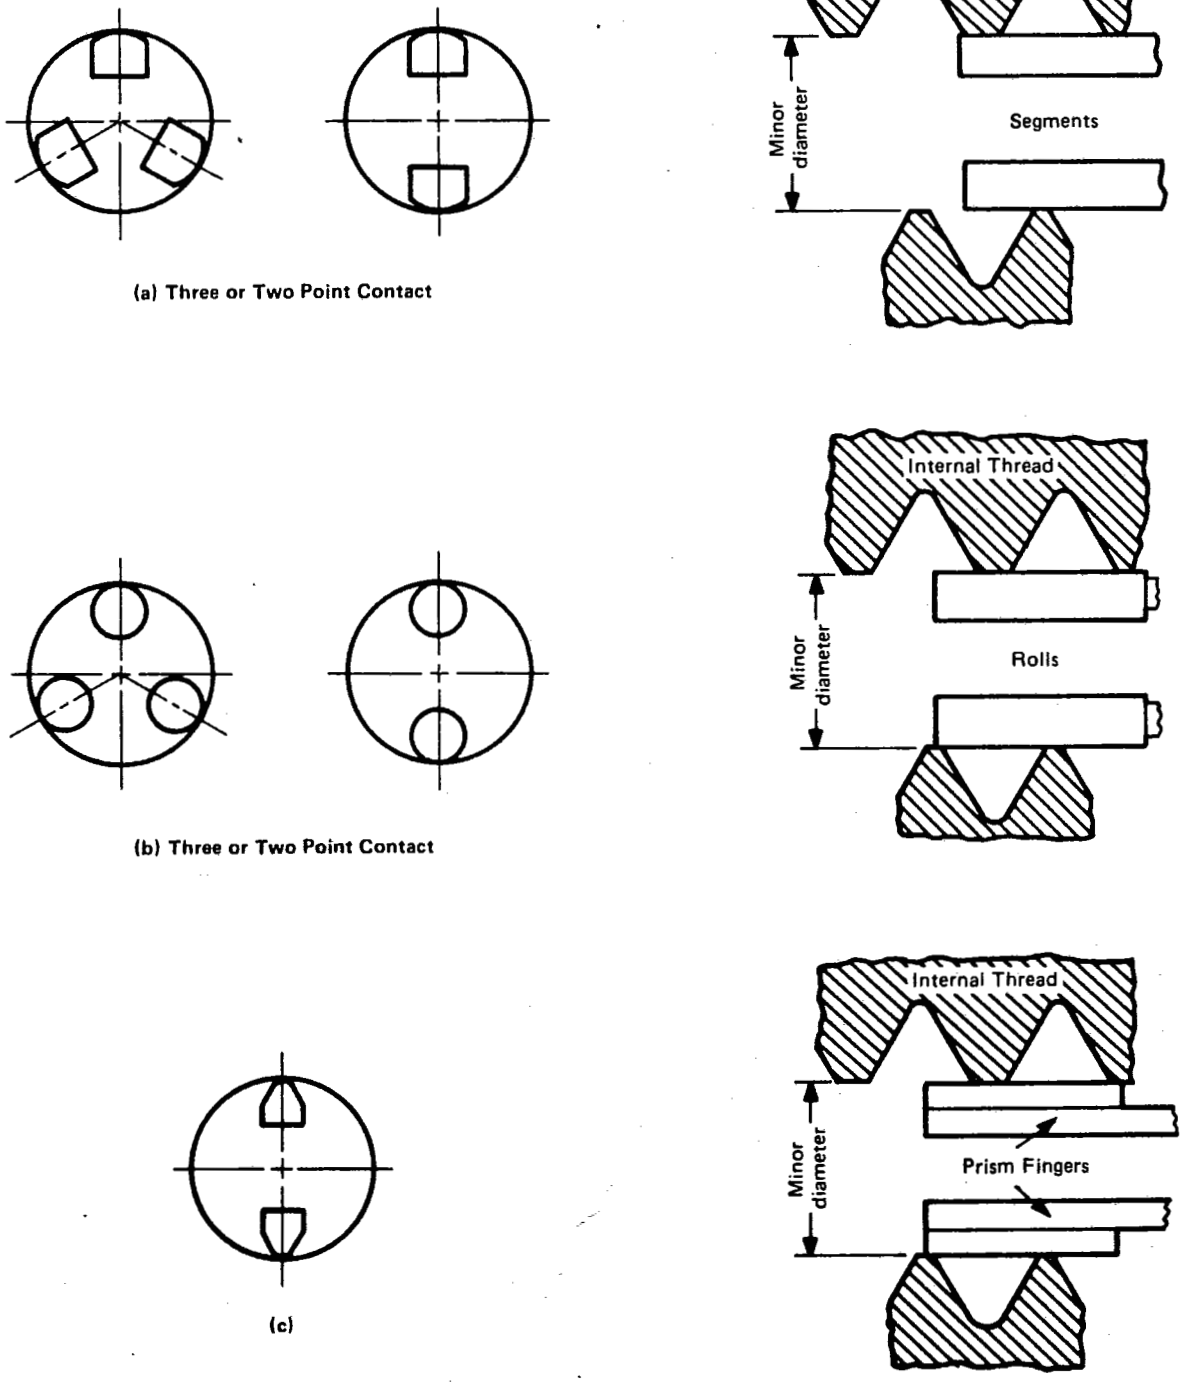

FIG. 11 INDICATING PLAIN DIAMETER GAGES — MAX.-MIN. MINOR DIAMETER LIMIT AND SIZE
4.9.5 Snap (Table 2 — Gages 3.3 and 3.5) and Indicating (Table 2 — Gages 3.3, 3.5, and 5.2) Plain Diameter Gages for Checking Minor Diameter of Internal Thread. J_1 and J_2 gages are made to the individual gage manufacturer's standard with gaging contacts, segments, or rolls [see Fig. 11, sketches (a) and (b)] at 120 deg. or 180 deg. Size range for segment type is approximately 5 mm to 65 mm diameter. Above 65 mm, gage contacts are plain diameter rolls. Another design is the use of prism fingers for 15 mm size and larger with contacts at 180 deg. [see Fig. 11, sketch (c)]. In each design, the gages are set with cylindrical ring gages, outside micrometers, vernier calipers, or a gap made with gage blocks and jaw accessories. Gage contacts are collapsed into a tapped hole and released to contact product minor diameter. Dial indicator gages give the size of the product between minimum and maximum